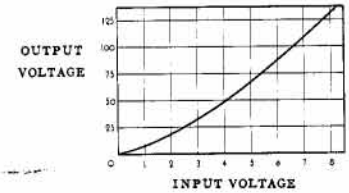

Figure 3. Linearity of *-hp-* 460B Amplifier.
-hp- 460A Wide-Band Amplifier is used fundamentally to provide voltage gain, (approximately 20 db). Its companion equipment, *-hp-* 460B, is designed as a terminal amplifier to give maximum voltage or power output. The amplifier's ultra-short rise time of 0.0026 μsec, combined with zero overshoot, insures distortion-free amplification of pulses faster than 0.01 μsec. *-hp-* 460B cascaded with 460A provides linear amplification of 16 volts peak output; and with two 460B, pulse amplification of 125 volts (open circuit limited duty cycle). This permits full deflection of 5XP cathode ray tubes. (Slight non-linearity, *see Figure 3.)* This unusual combination gives maximum usefulness for fast-pulse nuclear radiation problems, television, vhf, uhf or shf work. It also means the bandwidth of your standard oscilloscope can be increased to over 100 MC, and voltmeter sensitivity multiplied by 10. In cascade or singly, the amplifiers offer still further convenience as general-duty wide-band amplifiers for all types of laboratory problems.